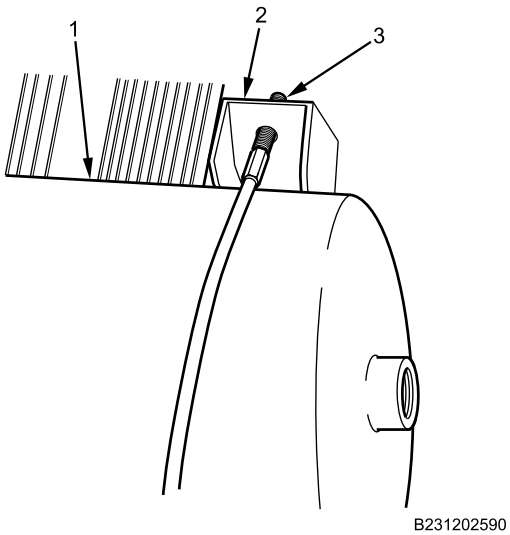

Figure 10. Primary Tank Mounting.
16. Support primary air tank (Figure 10, Item 1) with suitable transmission jack.
17. With assistant, remove jamb nuts, nuts, and washers from end of both air tank mounting cables (Figure 10, Item 3) on battery tray bracket (Figure 10, Item 2), and lower primary air tank (Figure 10, Item 1) with transmission jack.